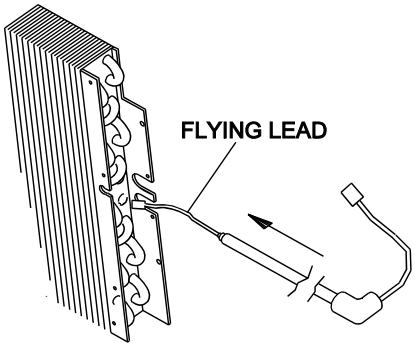
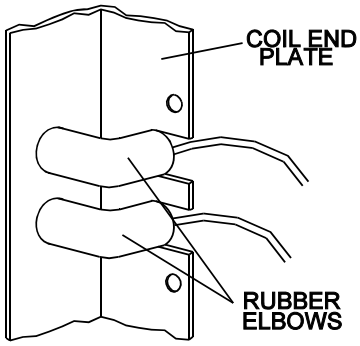
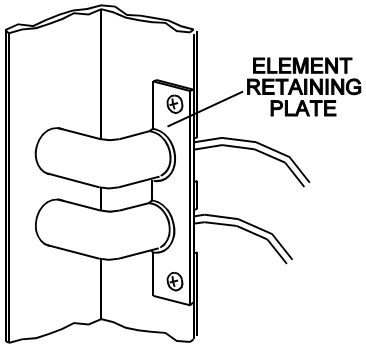

Fig. 2.
Fig. 3.
Fig. 4
4. The heater elements are fitted from the right hand side of the unit. Feed the flying lead into one of the two holes in the middle of the coil block first, (Fig. 2), then push the heater element through the coil block until the rubber elbows seat firmly against the end plate notches, (Fig. 3). Secure the elements in position with the retaining bracket, (Fig. 4).